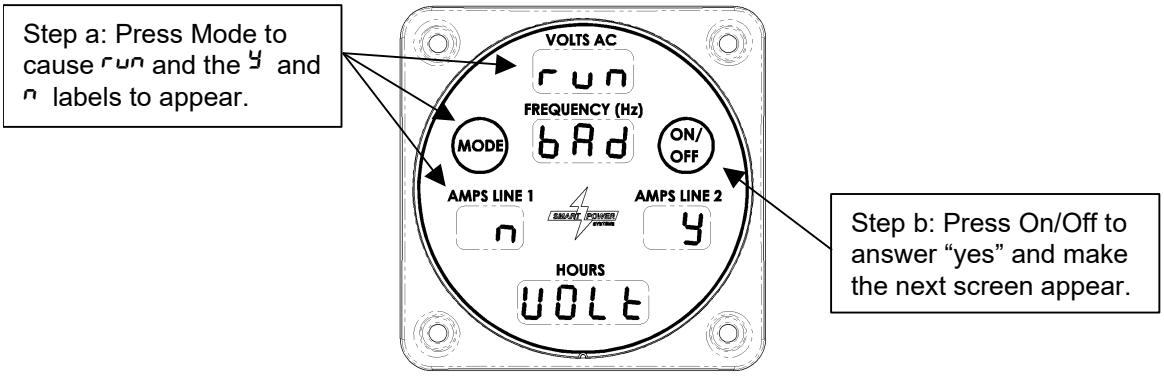

Figure 27 – Voltage Range Fault Override
a. From the Normal mode display, press Mode, as if you wanted to display the oil temperature. The screen shown in Figure 27 will be displayed instead, asking if you want to “run [with] bAd UOLt[age].”